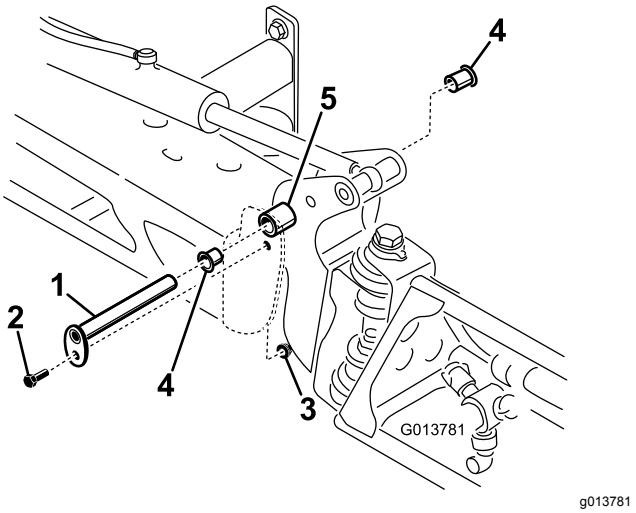

Рисунок 98
3. Поддерживая стрелу, отверните болт и гайку крепления оси поворота к узлу стрелы (Рисунок 98).
4. Снимите ось поворота (Рисунок 98).
6. Снимите и осмотрите нейлоновые втулки с передней и задней сторон кронштейна шарнира (Рисунок 98).
8. Установите стрелу и кронштейн поворота в сборе в центральную раму, совместив отверстия (Рисунок 98).